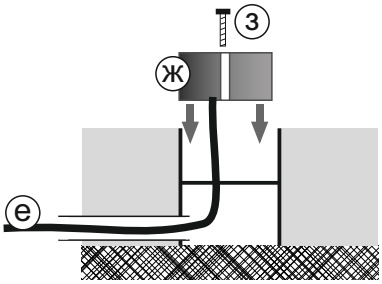

**рис.2**
**Рис. 2.** Датчик монтируется после затвердевания бетона/асфальта. Выньте заглушку и с помощью кондуктора осторожно протяните через основание и трубку кабель датчика (е). Сам датчик (ж) фиксируется в основании прилагаемым винтом (з)